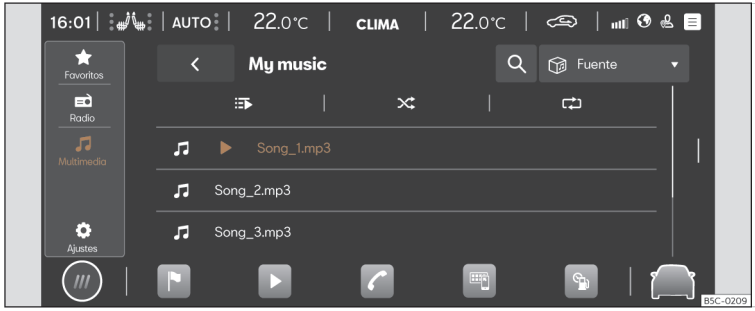

Fig. 171 Representación esquemática: Vista Multimedia.
- Pulse **HOME** > ▶ > ♫ >>> **fig. 171**.